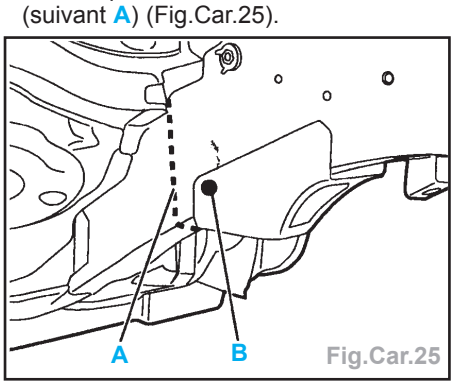

Fig.Car.25
- Souder par cordons successifs au MIG (suivant **A**) (Fig.Car.25).